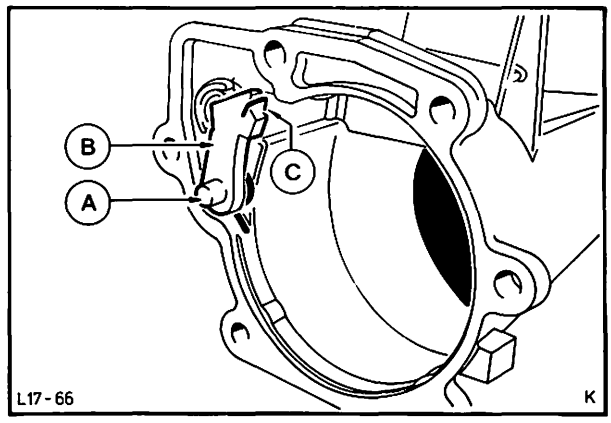

Abb. 97 Getriebeverlängerung mit montierter Parkklaue
52. Rückholfeder und Parkklaue mit Lagerbolzen in die Getriebeverlängerung einsetzen. Abb. 97.